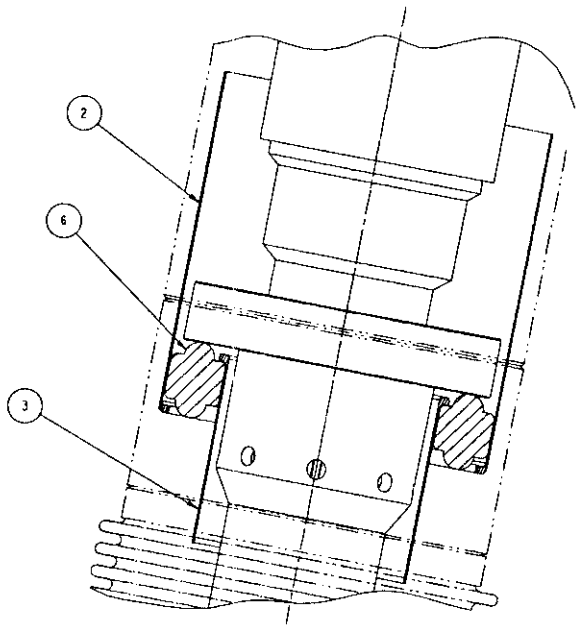

Figure 1.3 2 – Upper Insulator, 3 – Lower Insulator, 6 – PEEK Seal
1.3 Position the upper insulator in each chimney according to Figure 1.3.
1.4 Position the PEEK seal in each chimney according to Figure 1.3.
1.5 Position the lower insulator in each chimney according to Figure 1.3.